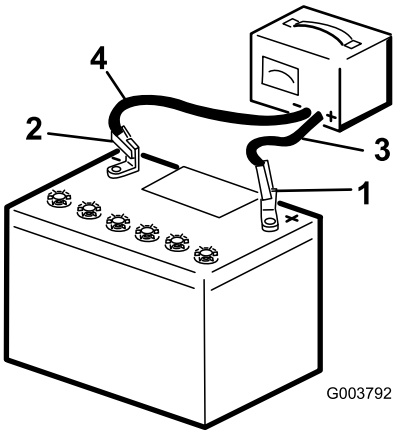

Figure 78
3. Connect the negative lead of the battery charger to the negative-battery post (Figure 78).
5. When the battery is fully charged, unplug the charger from the electrical source, then disconnect the charger leads from the battery posts (Figure 78).